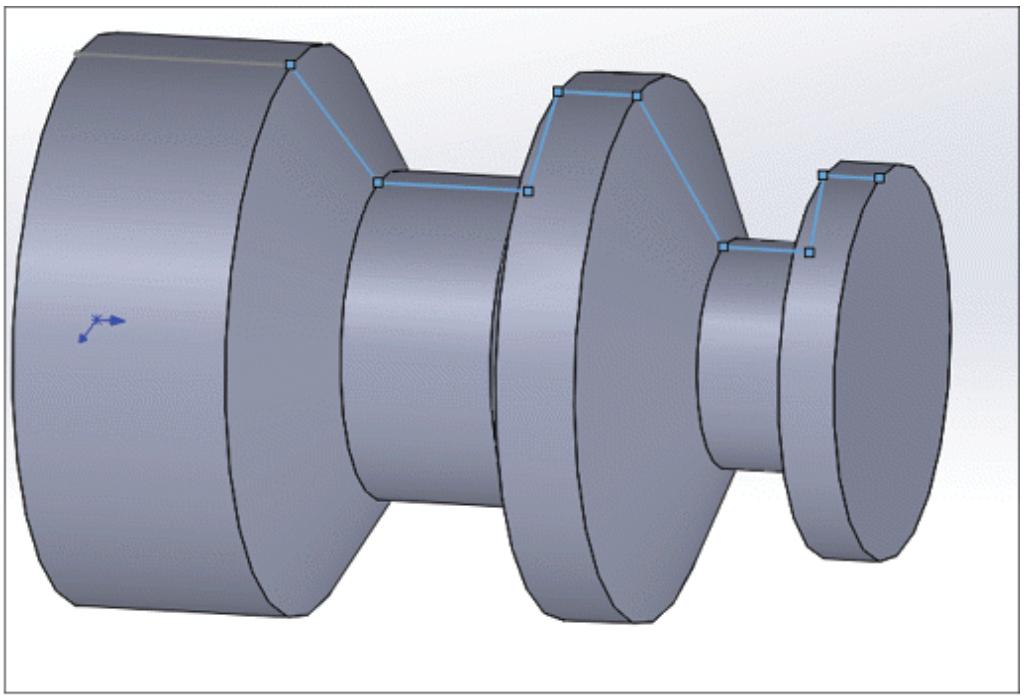

Figure-68. Sketch selected for dynamic rough machining
- Click on the **Dynamic Rough** tool from the **General** panel in the **Turning** tab of the **Ribbon**. The **Wireframe Chaining** dialog box will be displayed as discussed earlier. Select the faces/lines/sketch for toolpath; refer to Figure-68.